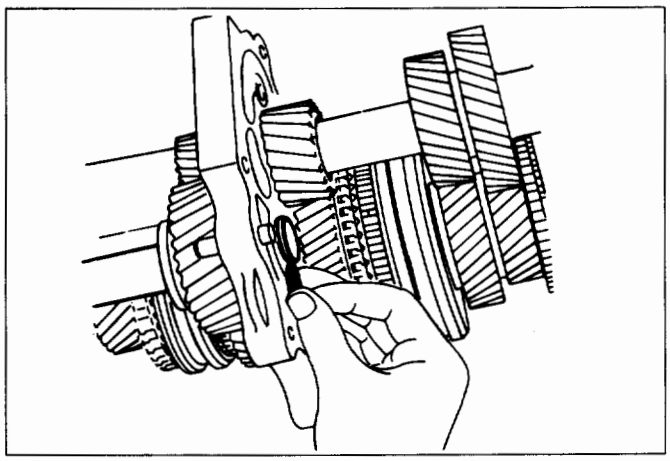

Fig. 7B-67
- Select the snap ring which will provide the minimum clearance between the intermediate plate and the snap ring (Fig. 7B-67).
- There are three snap ring sizes available. The snap rings are color-coded to indicate their thickness (Fig. 7B-68).